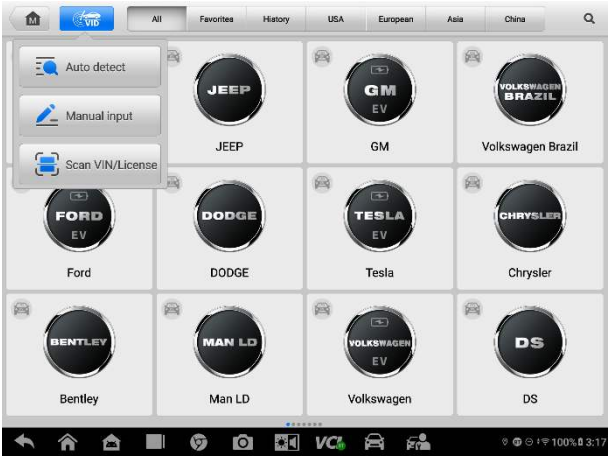

Figure 4-3 *Auto Detect Screen*
3. Select **Manual Input** in the dropdown list (Figure 4-3).
Tap **Scan VIN/License** in the dropdown list (Figure 4-3), the camera will launch. On the right side of the screen, from top to bottom, three options are available: **Scan Bar Code**, **Scan VIN**, and **Scan License**.